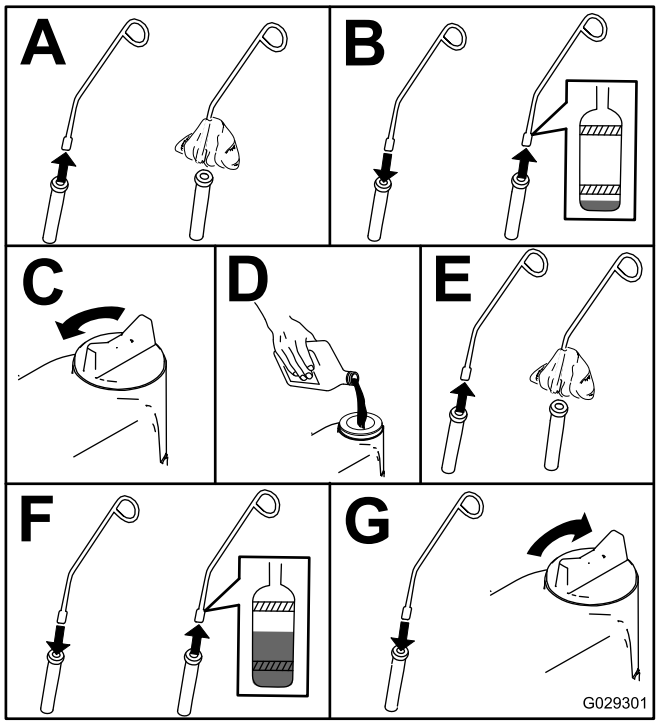

Rysunek 26
5. Sprawdź poziom oleju; w razie potrzeby uzupełnij jego poziom (Rysunek 26).